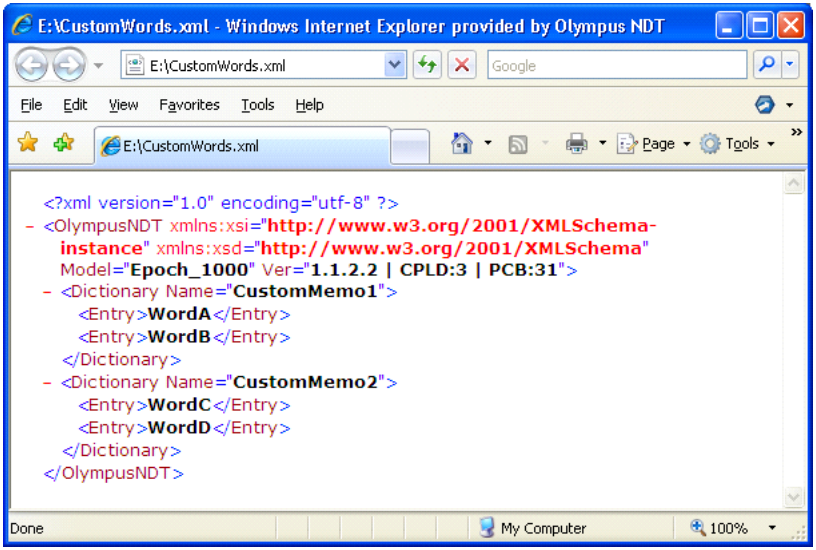

Figure 10-17 Custom memo import file
2. Save all custom text in this file in the format shown in Figure 10-17 on page 222.